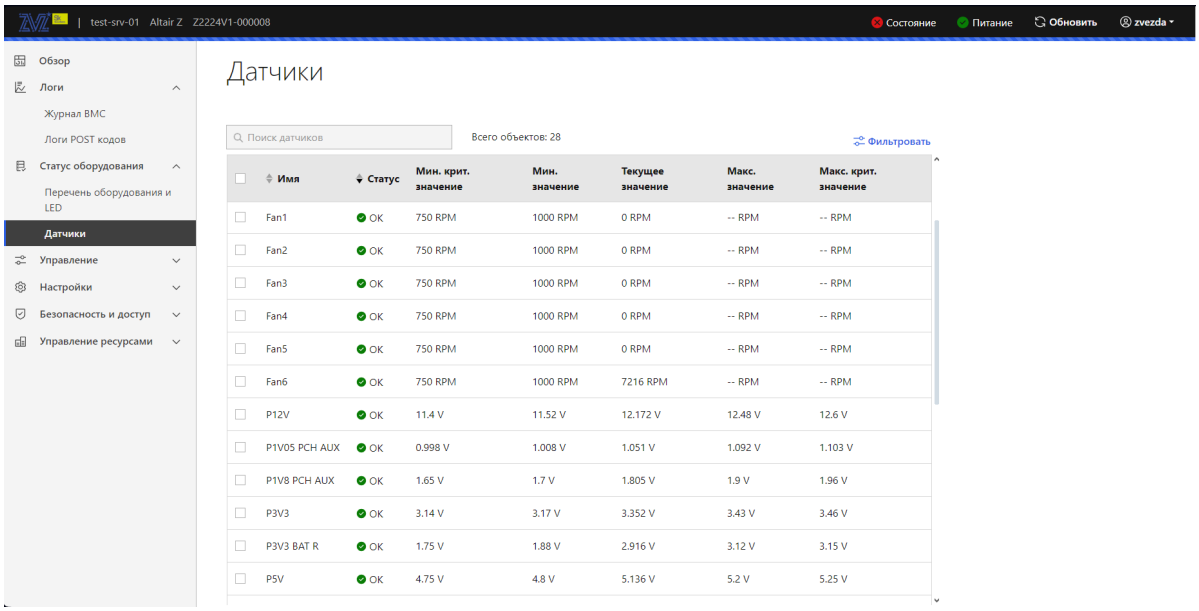

Рис. 81. Окно «Датчики»
5) Пройдите во вкладку «Статус оборудования» → «Датчики» в данной вкладке отображены всех датчиков установленных в сервер. В поле «Поиск датчиков» производиться поиск датчиков. Окно показано на рис. 81 Окно «Датчики»